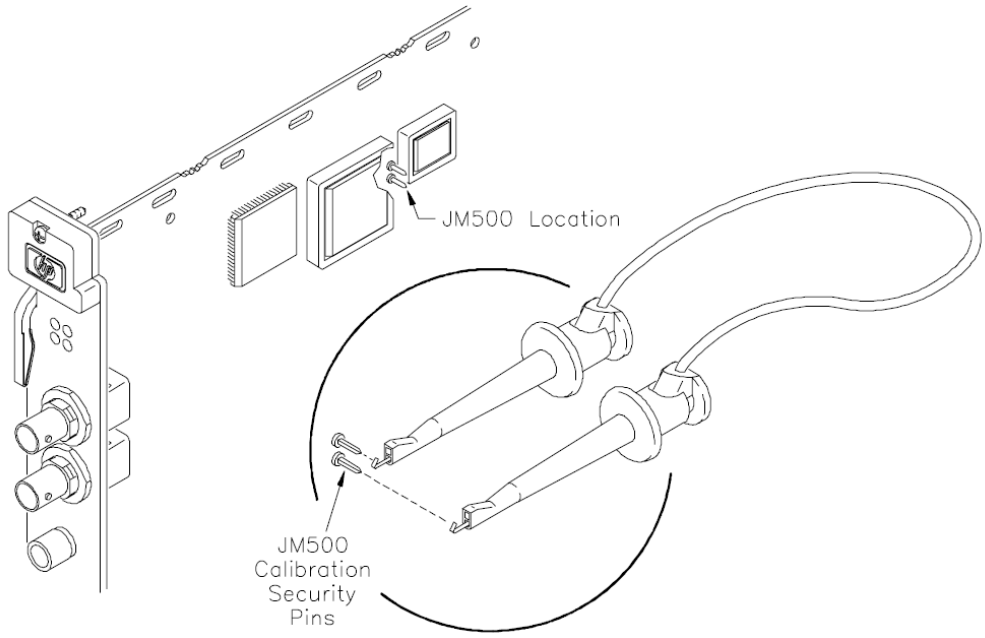

Figure 5-1 Overriding Calibration Security
4. Short the two pins labeled JM500 by applying a jumper between the pins (see Figure 5-1).